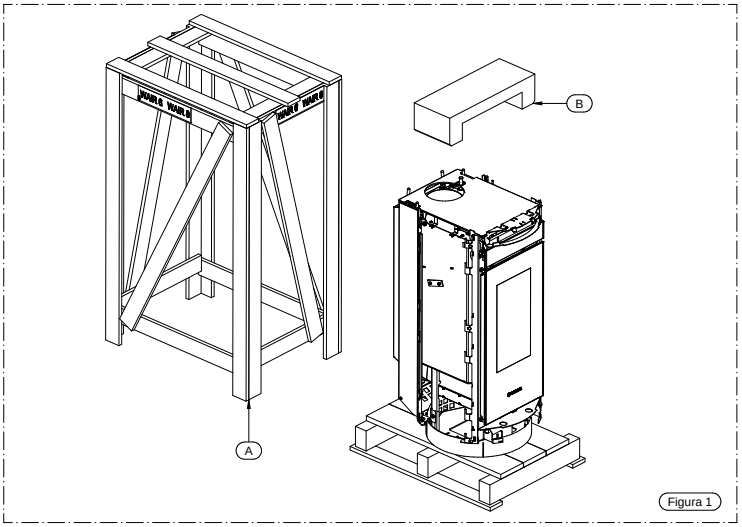

Figura 1
- Quite la tapa y los paneles laterales del palé (A), eliminando también el panel de protección (B) (véase la figura 1).